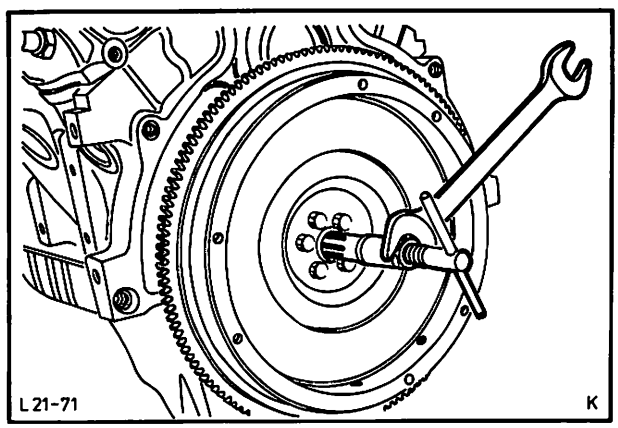

Abb. 154 Nadellager-Kurbelwelle mit Spezialwerkzeug 21-037-A ausziehen
29. Nadellager-Kurbelwelle mit Spezialwerkzeug 21-037-A ausziehen, Abb. 154.